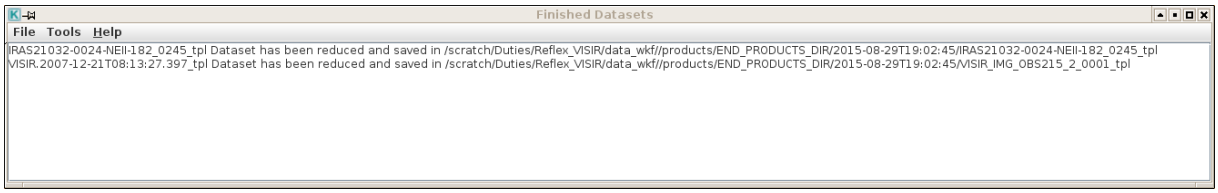

Figure 5.0.6: *Finished Datasets reporting window.*
8. Data processing. This step differs for the different VISIR modes. Furthermore, if the data set contains calibration observations, some steps may be repeated to process the calibrations. Once the first data set is complete, a `Finished Datasets` reporting window will pop-up, and it will be updated after a new data set is completed (Figure 5.0.6).
This step is repeated until all data sets are processed. The data products are stored in `END_PRODUCTS_DIR` sub-dir defined in the workflow. The full path can also be found in the `Finished Datasets` reporting window mentioned earlier in this item (Figure 5.0.6).